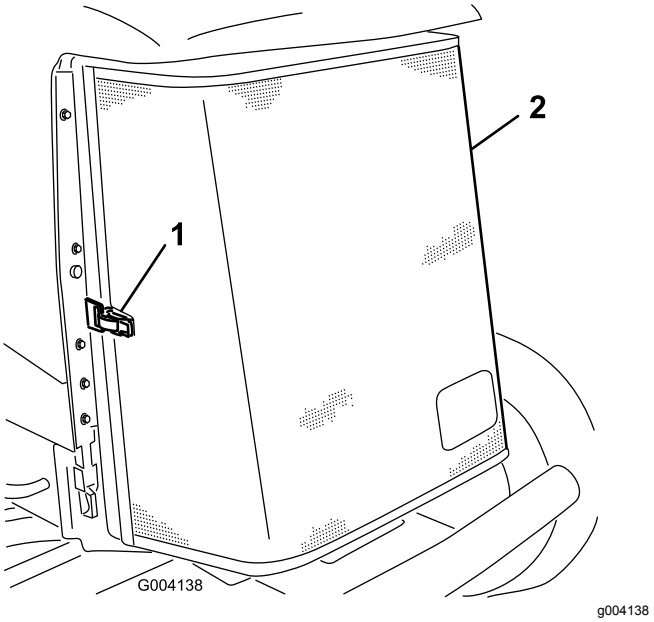

Figur 69
3. Lossa klämman och vrid upp det bakre gallret (Figur 69).